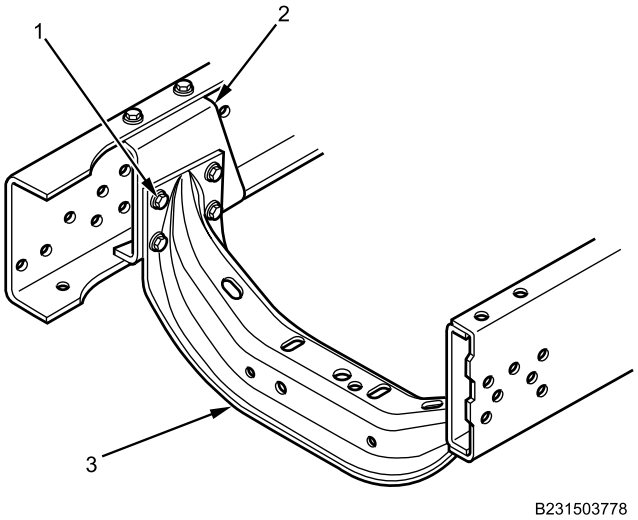

Figure 5. Engine Mount Crossmember Assembly.
7. Position jackstand and support engine mount crossmember (Figure 5, Item 3).
8. Remove eight bolts and nuts (Figure 5, Item 1) from engine mount crossmember (Figure 5, Item 3).
9. With assistance, remove crossmember (Figure 5, Item 3) from crossmember supports (Figure 5, Item 2).